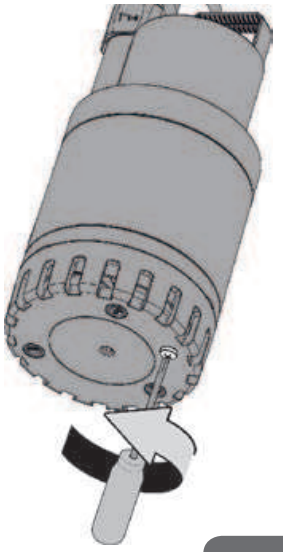

Figure 9
- Sur les modèles où elle est présente, dévisser la vis de fixation sur le filtre (Fig.9).
• Sur les modèles où elle est présente, dévisser la vis de fixation sur le filtre (Fig.9).